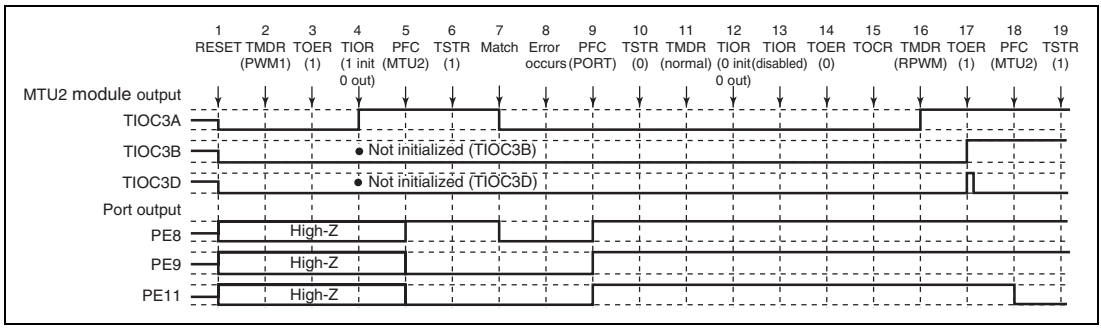

**Figure 10.149 Error Occurrence in PWM Mode 1, Recovery in Reset-Synchronized PWM Mode**
**Operation when Error Occurs during PWM Mode 1 Operation, and Operation is Restarted in Reset-Synchronized PWM Mode:** Figure 10.149 shows an explanatory diagram of the case where an error occurs in PWM mode 1 and operation is restarted in reset-synchronized PWM mode after re-setting.